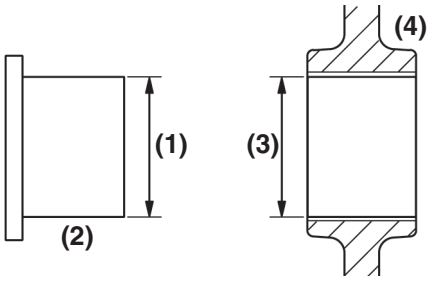

Figure 6-80
1. Measure the outside diameter **(Figure 6-80, (1))** of the idler gear shaft **(Figure 6-80, (2))**. Record the measurements. *See Idler Gear Shaft and Bushing on page 6-8 for specifications.*
2. Measure the inside diameter **(Figure 6-80, (3))** of the idler gear bushing **(Figure 6-80, (4))**. Record the measurements. *See Idler Gear Shaft and Bushing on page 6-8 for specifications.*